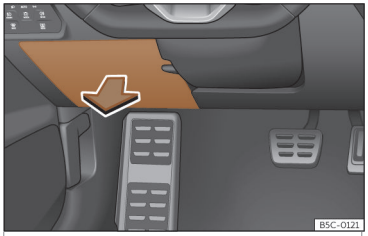

Fig. 51 Sul cruscotto, lato del conducente: coperchio della scatola dei fusibili.
- *Aprire:* abbassare la copertura››› **fig. 51**.